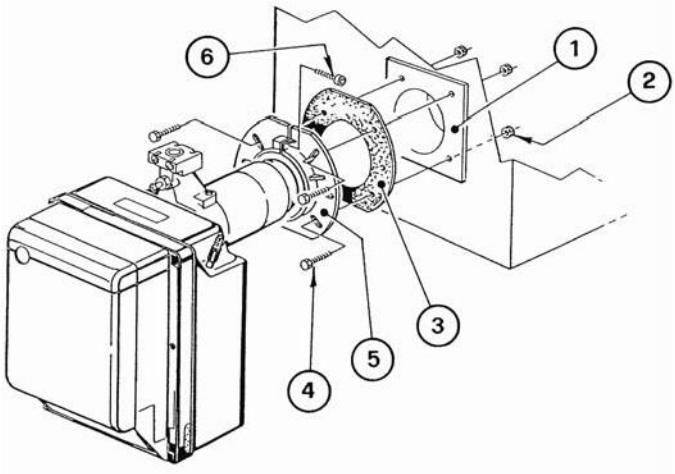

Рис. 3
- Установите фланец (5) с **изоляционной прокладкой** (3) на дверцу котла (1) с помощью четырех болтов (4) (и при необходимости гаек) (2), но не затягивайте один из верхних болтов (4) (см. рис.3).
- Вставьте во фланец (5) головку горелки, затяните фланец болтом (6), затем затяните верхний болт (4).